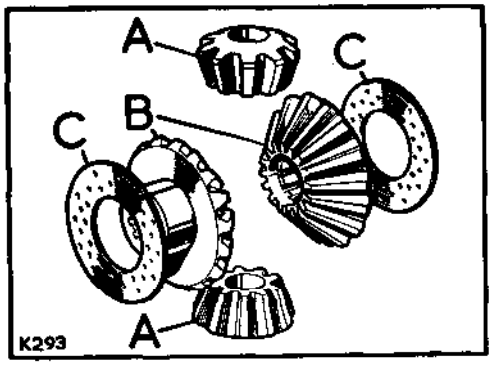

**Fig. E1-51. Differential pinions and wheels**
10. Remove the spindle from the differential pinions, rotate the differential wheels to release the pinions, then lift out the differential wheels together with their thrust washers. See Fig. E1-51.